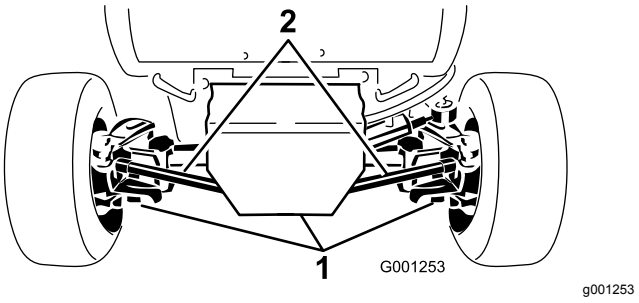

Figur 62
2. Rengør områderne omkring de tre drænpropper (Figur 62).